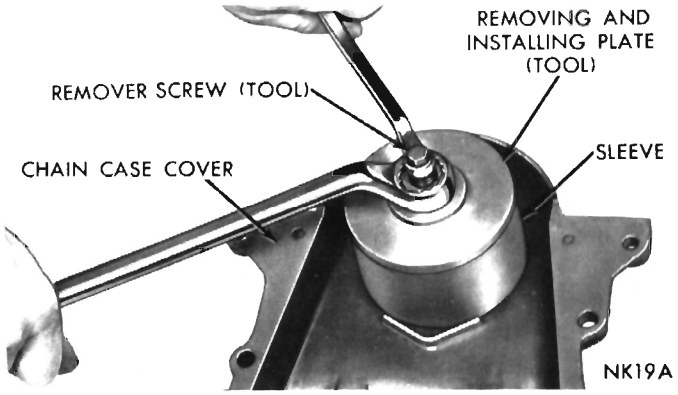
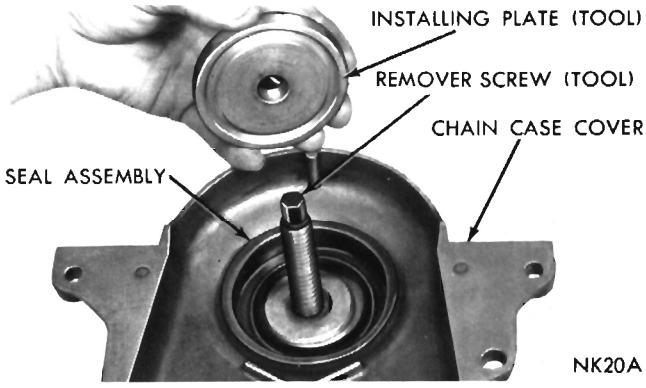

Fig. 28—Removing Oil Seal
Fig. 29—Positioning Installer Plate
(3) Place sleeve over the retainer and place removing and installing plate into sleeve.
(4) Place flat washer and nut on remover screw. Hold tool center screw and tighten tool lock nut to remove seal (Fig. 28).
(5) Insert remover screw through removing and installing plate so that the thin shoulder will be facing up.
(6) Insert remover screw with plate through the seal opening (inside of chain case cover facing up).
(7) Place seal in the cover opening, with neoprene down. Place the seal installing plate into the new seal, with protective recess toward lip of seal retainer (Fig. 29).